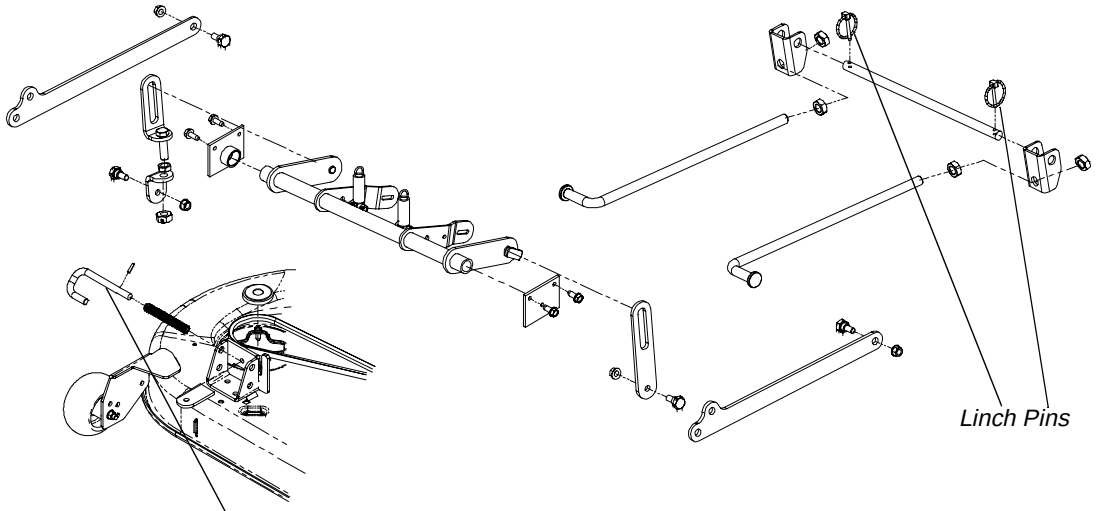

Figure. 6
e. Remove two linchpins (See Fig. 6) from the front of the mower. Pull the two (2) spring-loaded "J" pins on the left and right rear side of the cutter deck.